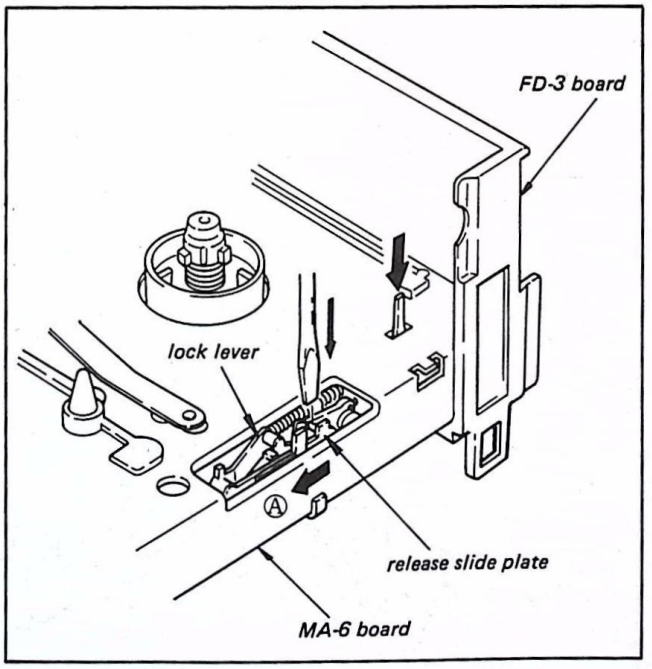

Fig. 3-12. Cassette compartment lock
Note: Do not remove the chassis from the board, and position FD-3 board as shown in Fig. 3-12.
2) Check that the cassette detection switch in Fig. 3-12 does not trip (no click is generated) when pushed.
5) Push the release slide plate of the cassette compartment lock in the direction of arrow (A) and push the lock lever assembly in the same direction to return it to the previous state.